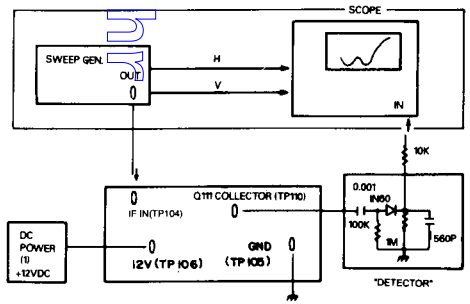

Figure 1. Connection Diagram of Equipment
(1) Connect as shown in figure 1 and supply with power source (TP109: GND)
(2) Adjust L119 so that 33.5MHz marker (P-4.5MHz) point may be minimum.
(3) Adjust L118 so that 32.0MHz marker (P-6.0MHz) point may be minimum.